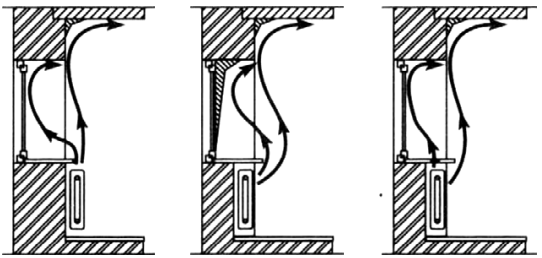

Рис. 3. Движение тепловых потоков от радиатора отопления
- Подоконник вашего оконного блока должен иметь такую ширину, чтобы теплый воздух от отопительного прибора мог свободно подниматься вверх, вдоль плоскости оконного блока, обеспечивая нормальную круговую циркуляцию воздуха в комнате (рис. 3). Желательно также, чтобы шторы и жалюзи не мешали проникновению теплого воздуха к оконному блоку из ПВХ. Не рекомендуется перекрывать подоконной доской более 1/3 радиатора